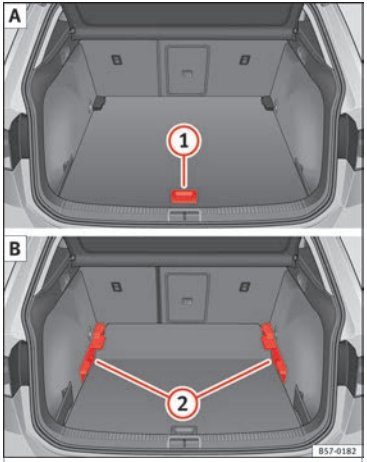

Fig. 169 Luggage compartment variable floor: A raised position; B lowered position.
- To move from the low position to the high position, lift the floor using the handle ››› **Fig. 169** (1), and pull it back until the front of the floor has fully passed the supports (2).
- Move the floor forward over the supports as far as the rear seat backrest and then lower the floor with the handle (1).
- To move from the high position to the low position, lift the floor using the handle ››› **Fig. 169** (1), and pull it back until the front of the floor has fully passed the supports (2).
- Now let the front part fall to the floor and slide the floor forwards as far as the rear seat backrest; lower the floor at the same time with the handle (1). »
- Lift the variable floor in the high position using the handle (1) ››› Fig. 169, pull it up and push it towards the backrest of the rear seats until the floor folds along the hinge line and the movable part of the floor is resting on itself.
- To move from the high position to the low position, lift the floor using the handle ››› Fig. 169 (1) and pull it back a little.
- Push the variable floor towards the folded rear seats with the handle (1) using some downward pressure so that the moving part of the floor is flush with the backs of the rear seats.